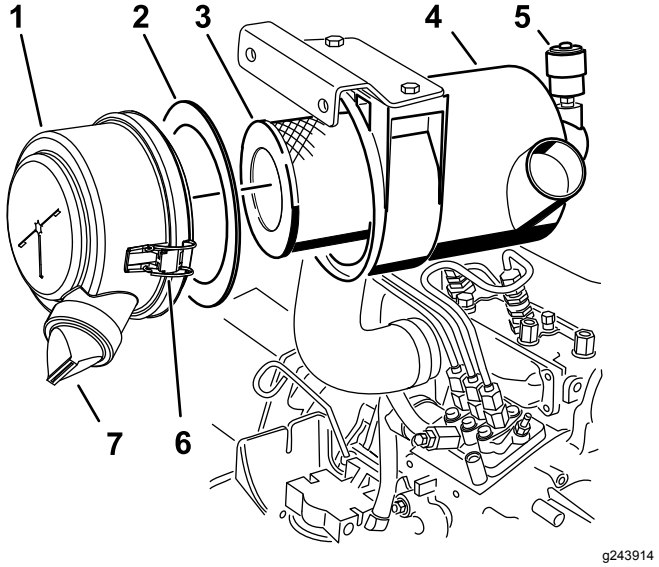

**Bild 31**
3. Warten Sie die Luftreinigungsfilter (Bild 31).